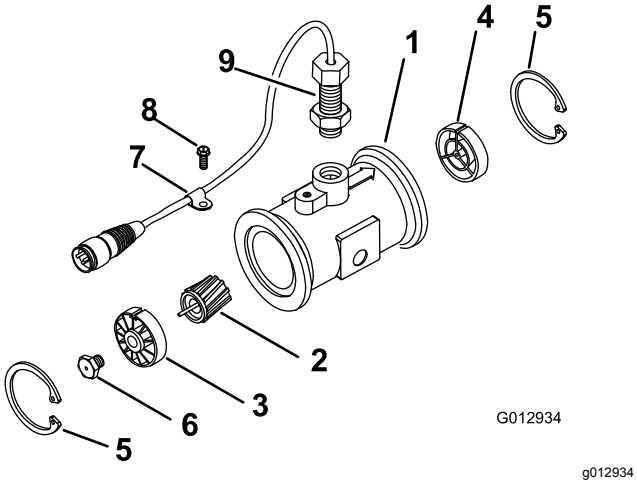

Figur 59
3. Ta av låseringen på oppstrømssiden (Figur 59).